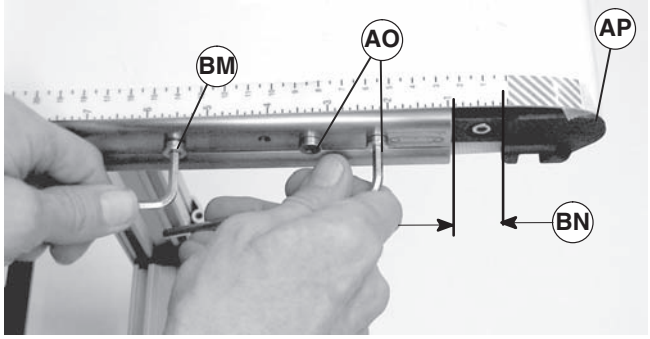

Figure 38
The M6 low head screw (Figure 38, item BM), which is used for extending the idler spindle assembly to tension the belt, has a yellow colored head.
12. Turn M6 low head screw (Figure 38, item BM) clockwise to extend idler spindle assembly (AP) 1¨ (25 mm) (BN).
13. Tighten four M6 low head screws (Figure 21, item AO) and (Figure 38, item AO) to 40 in-lb (4.5 Nm) to secure idler spindle assembly (AP).